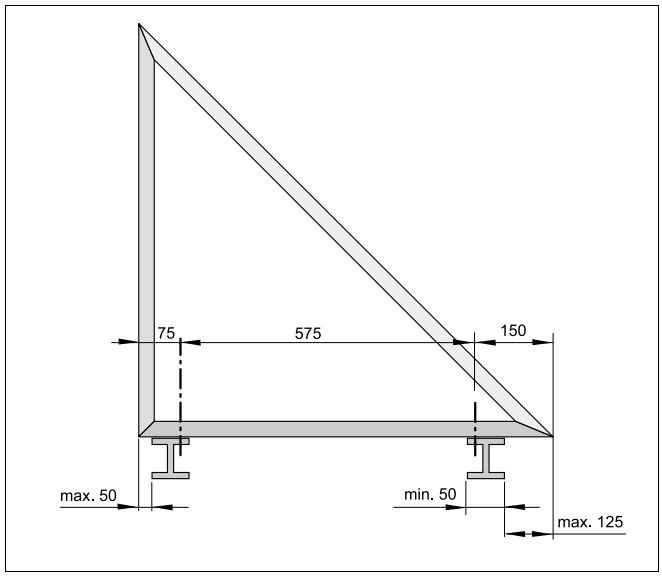

Afb. 46 Te respecteren maten voor de onderconstructie
- Bouw de onderconstructie volgens de aangegeven maten (afb. 46).